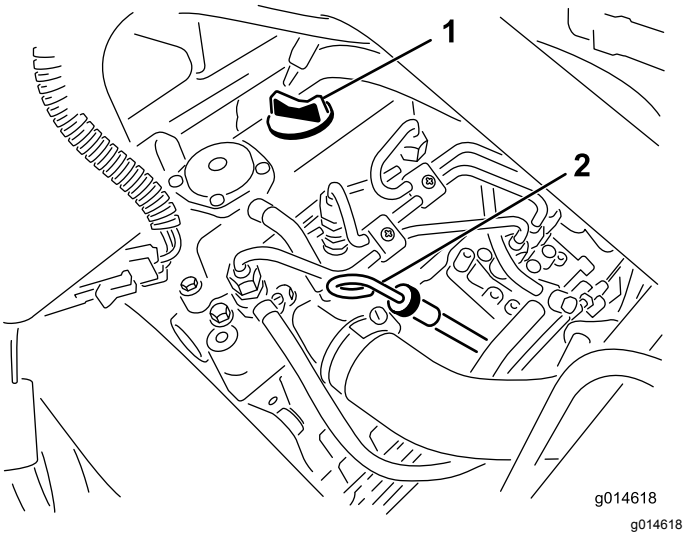

Figur 28
2. Fjern målepinden, og aftør den med en ren klud (Figur 28). Sæt målepinden ned i målepindsrøret, og sørg for, at den sidder helt i bund. Tag målepinden ud af røret igen, og kontroller oliestanden. Hvis oliestanden er lav, skal du fjerne påfyldningsdækslet fra ventildækslet og **langsomt** påfylde så meget olie, at oliestanden stiger til Full-mærket på målepinden. Hæld langsomt olie på, og kontrollér niveauet ofte under denne proces. **Fyld ikke for meget på.**